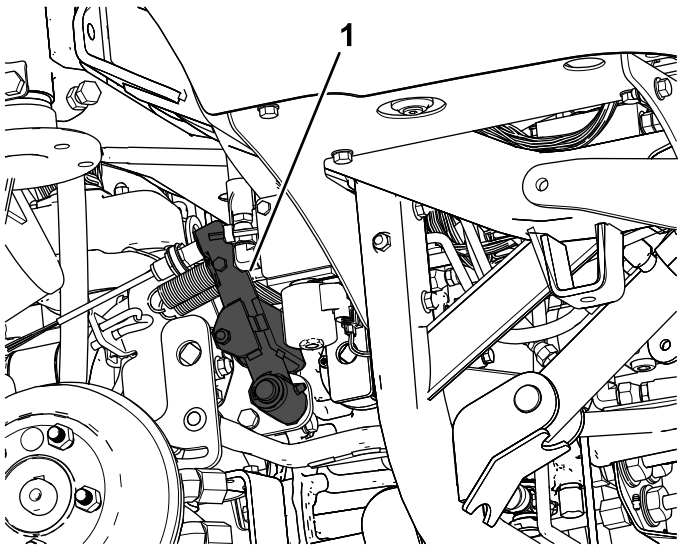
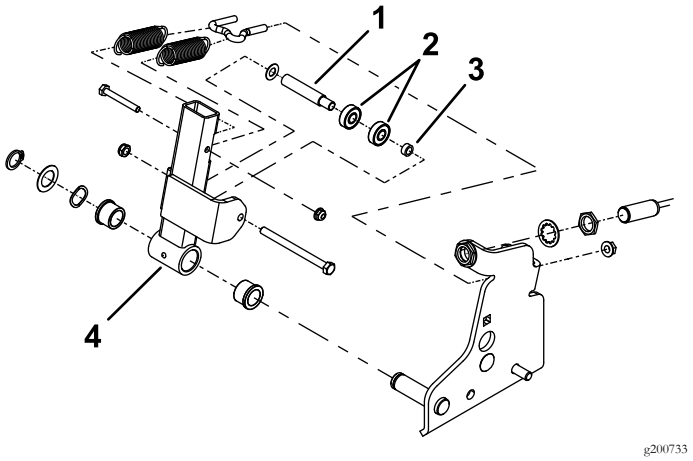

Figur 1
Figur 2
5. Ta reda på och ta bort den befintliga neutralarmssatsen (Figur 1 och Figur 2).
8. Montera neutralarmssatsen i maskinen (Figur 2).